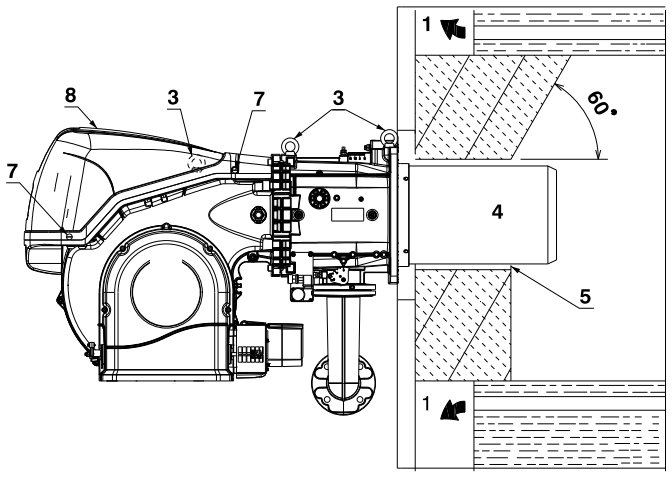

Abb. 15
Für Heizkessel mit vorderem Abgasumlauf 1)(Abb. 15) oder mit Flammenumkehrkammer muss eine Schutzschicht aus feuerfestem Material 5), zwischen feuerfestem Material des Kessels 2) und Flammrohr 4) ausgeführt werden.
Für Heizkessel mit wassergekühlter Frontseite ist die Verkleidung mit feuerfestem Material 2)-5)(Abb. 15) nicht notwendig, sofern nicht ausdrücklich vom Kesselhersteller erfordert.
Ein entsprechendes Hebesystem vorbereiten, dazu zuerst die Arretierschrauben 7) der Verkleidung 8) lösen und dann das System an den Ringen 3)(Abb. 15) einhaken.
- ➤ Den beigepackten Hitzeschutz am Brennerrohr 4)(Abb. 15) einpassen.